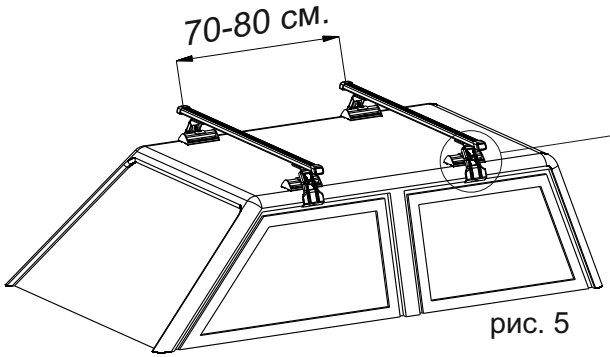
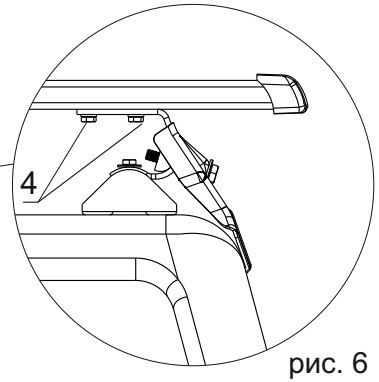

рис. 5
рис. 6
1. Установите поперечины на крыше автомобиля на расстоянии 70-80 см. друг от друга (рис.5). Подложки[1] должны полностью прилегать к крыше автомобиля, а кронштейны[14] должны плотно прилегать к дверному проёму (рис.6).
2. Затяните **попеременно** болты[4] рис.6.